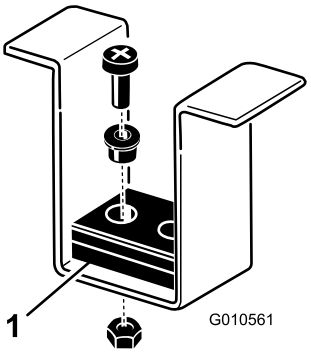

Figur 10
8. Kontrollera att de främre klipphöjdspinnarna vilar ordentligt mot ramens stötkuddar (Figur 10). Om de inte gör det placerar du ett eller flera mellanlägg under stötkudden för att höja upp den, så att du kan få rätt inriktning.